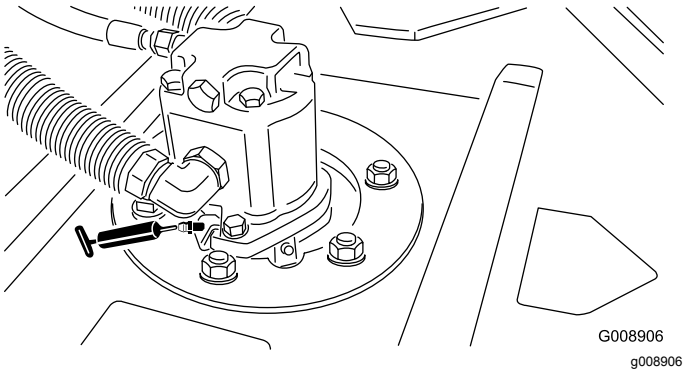

Figur 43
- 2 (per klippenhet) spindelaxellager till klippenhet (Figur 43)